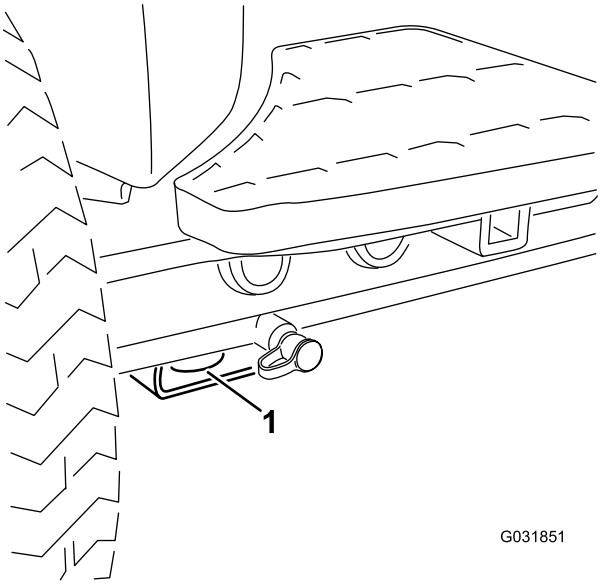

Figur 37
- For – hullet i den rektangulære plade, under akselrøret, indvendigt i forhold til hvert fordæk (Figur 37).